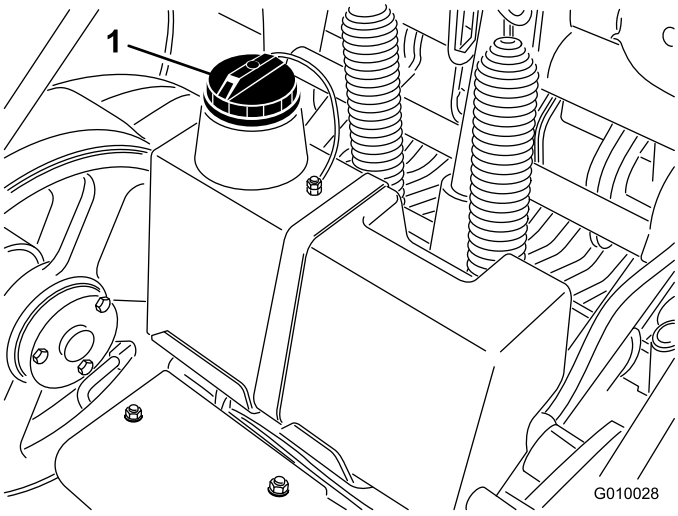

Figur 19
3. Gör rent omkring påfyllningsröret och locket på hydraultanken (Figur 19). Ta bort locket från påfyllningsröret.